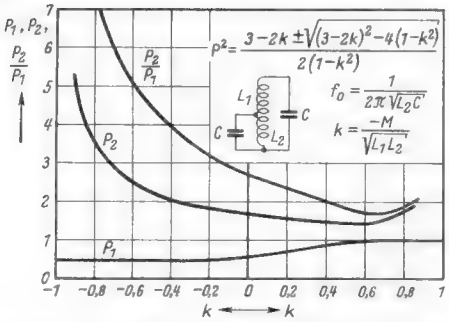
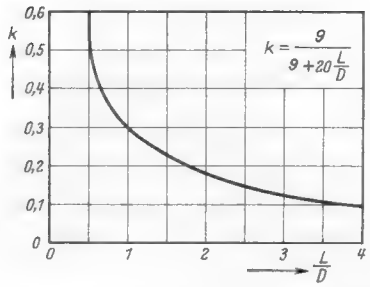

Bild 5. Die Faktoren P_1, P_2 und P_2/P_1 in Abhängigkeit vom Kopplungsfaktor k bei gleichen C- und L-Werten
Bild 6. Der Kopplungsfaktor einlagiger Zylinderspulen in Abhängigkeit vom Verhältnis Länge zu Durchmesser
Kopplungsfaktors k. Es gibt also wieder zwei „Bänder" P_1f_{o1} bis P_1f_{o2} sowie P_2f_{o1} bis P_2f_{o2}. In **Bild 5** sind P_1, P_2 und P_2/P_1 in Abhängigkeit von k dargestellt. Bei der angezapften Spule ist k negativ.
wenn L = Länge und D = Durchmesser der Spule (in gleichen Maßeinheiten) sind. Die Formel gibt gute Werte, solange L/D nicht kleiner als 0,8 ist. In **Bild 6** ist Formel (6) grafisch dargestellt. Bei praktisch ausführbaren Spulen liegt k zwischen 0,2 und 0,4.
Die Berechnung des Kreises erfolgt im Prinzip wie bereits beschrieben. Bekannt sind wieder f_{rn} und f_{rh} sowie C_{max}. Für die Wahl von $P_{1,2}$ sind die gleichen Gesichtspunkte wie bei $K_{1,2}$ maßgebend, d. h. P_2 darf kein Vielfaches von P_1 sein. $P_{1,2}$ müssen so gewählt werden, daß sich brauchbare Werte von k ergeben. Das ist z. B. der Fall für $P_2/P_1 = 3{,}5$. Dann ist k = 0,3 und nach Bild 6 wird L/D = 1,05. Das Kapazitätsverhältnis errechnet sich wieder aus (4), wobei für $K_{1,2}$ die aus Bild 5 abgelesenen Werte von P_1 und P_2 eingesetzt werden. Die halbe Spule L_2 wird ebenfalls wie oben berechnet.
Beispiel: Es sei wieder $f_{rn} = 3{,}4$ MHz, $f_{rh} = 30$ MHz, $C_{max} = 150$ pF und $P_2/P_1 = 3{,}5$. Aus Bild 5 und 6 wird abgelesen: $P_1 = 0{,}55$, $P_2 = 1{,}92$, k = 0,3 und L/D = 1,5. Dann ist